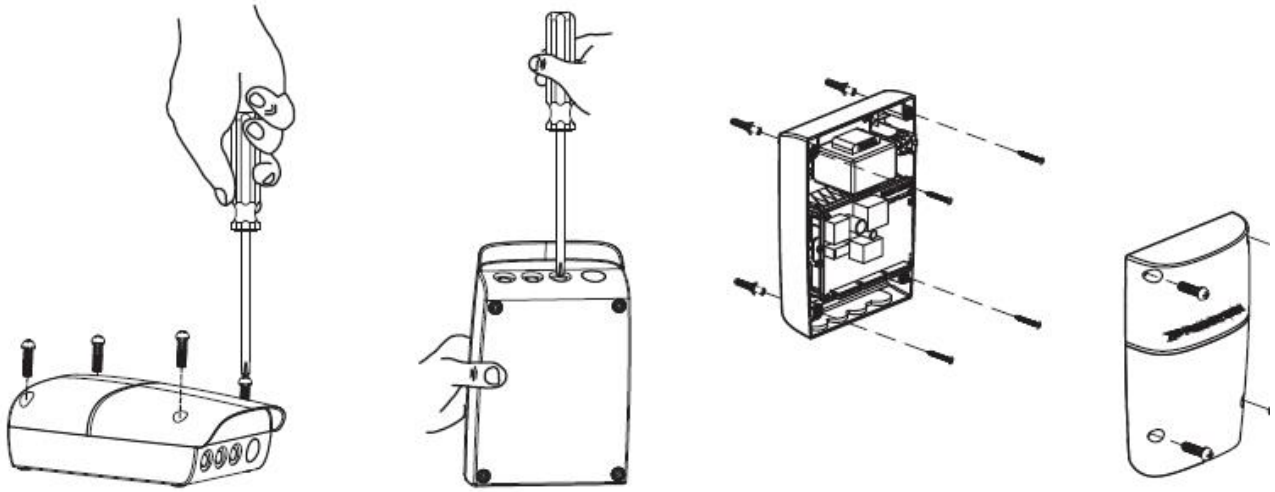

Figura 27
2. Retire la tapa desatornillando los cuatro tornillos Figura 27.
3. Utilice un destornillador para perforar los agujeros debajo de la parte inferior. Figura 27.
4. Fije firmemente en la pared. Ver Figura 27.